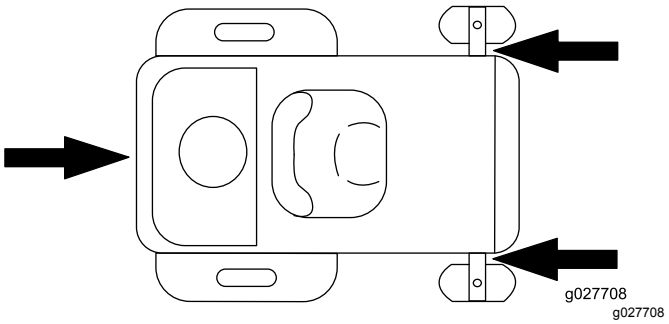

**Figur 29**
5. Fastgør maskinen i nærheden af de forreste styrehjul og den bageste kofanger (Figur 29).